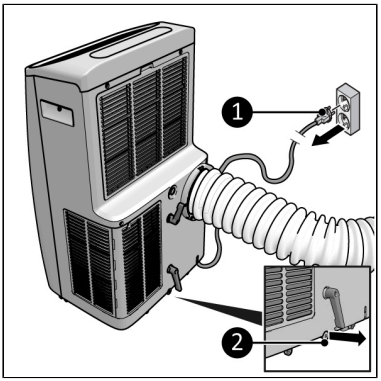

Figuur 17.
1. Zorg dat het apparaat is uitgeschakeld en dat de stekker uit het stopcontact is verwijderd (Figuur 17, pos. 2).
2. Verwijder het kapje van het waterafvoerpunt (Figuur 17, pos. 2). Leeg het waterreservoir in een container of put.